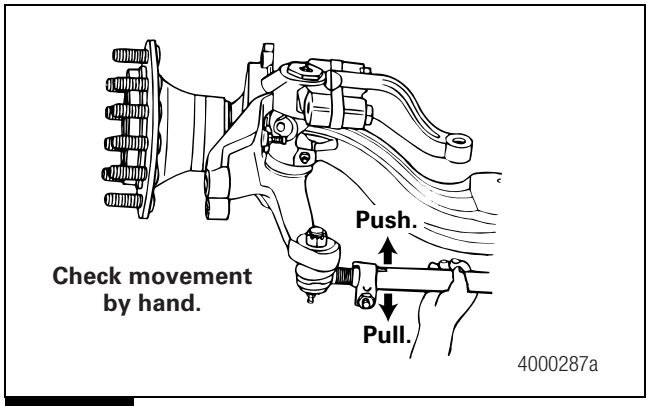

Figure 3.21
10. Apply hand pressure of approximately 100 pounds in a vertical PUSH and PULL motion several times. Check for any movement or looseness at both tie rod ends. Figure 3.21.